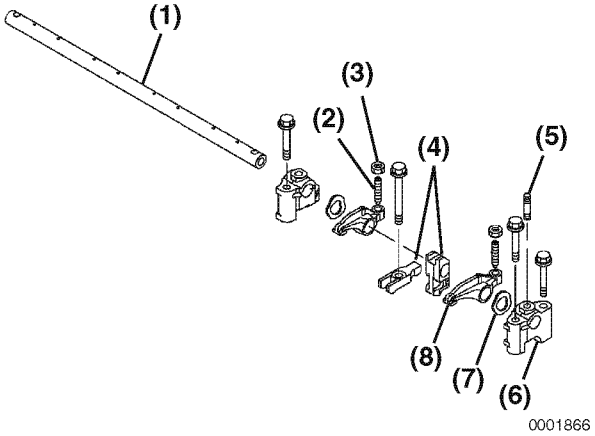

Figure 6-45
1. Remove the rocker arm shaft alignment studs **(Figure 6-45, (5))** from the rocker arm shaft supports **(Figure 6-45, (6))**.
2. Slide the supports, wave washers **(Figure 6-45, (7))**, rocker arms **(Figure 6-45, (8))**, and fuel injector retainers **(Figure 6-45, (4))** off the rocker shaft **(Figure 6-45, (1))**, leaving these parts in order on the bench surface.
Note: **Figure 6-45** shows components for one cylinder. Components for all remaining cylinders are assembled in the same order.
3. Remove the valve adjusting screw **(Figure 6-45, (2))** and the lock nut **(Figure 6-45, (3))** from the rocker arms.